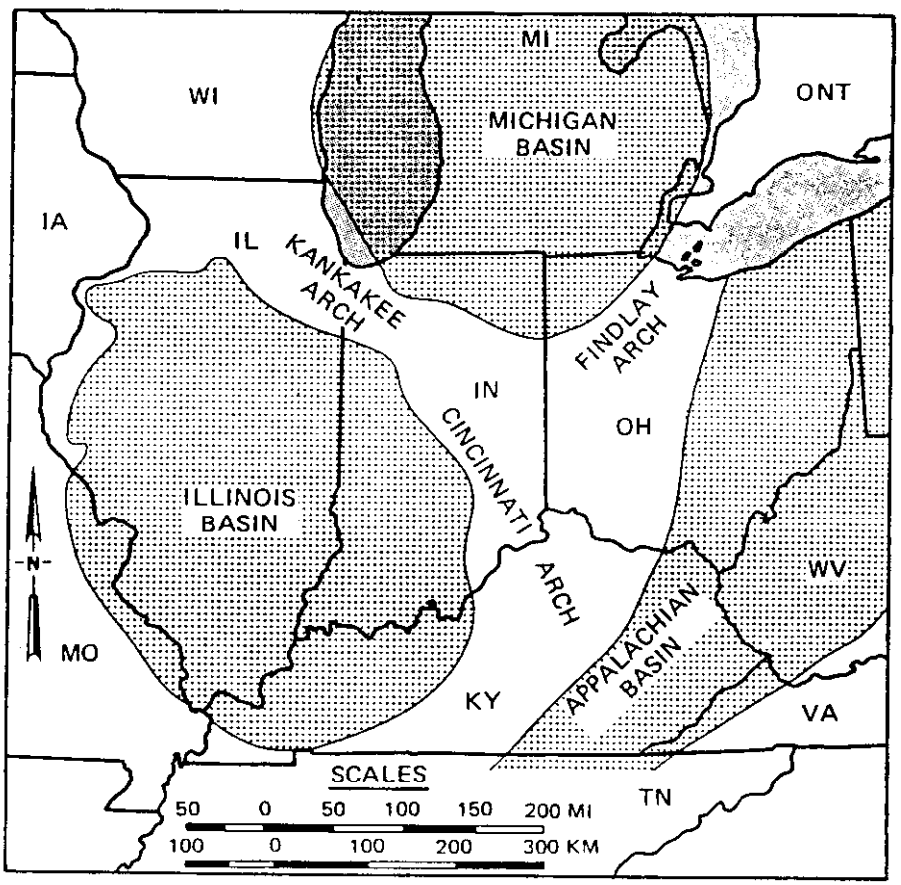

Figure 3. Major structural provinces of Midwestern United States (Carpenter et al. 1975)
6. The state of Indiana and NWSC lie in the midwestern region of the United States where stresses within the earth's crust have been relatively mild throughout geologic 'time. The crustal deformation that has occurred has produced structural arches and basins of regional proportions where the sedimentary rocks are gently tilted and faulting has been minimal. The major structural provinces of the region in relationship to the state of Indiana are shown in Figure 3. The boundaries of the geologic provinces lying in the